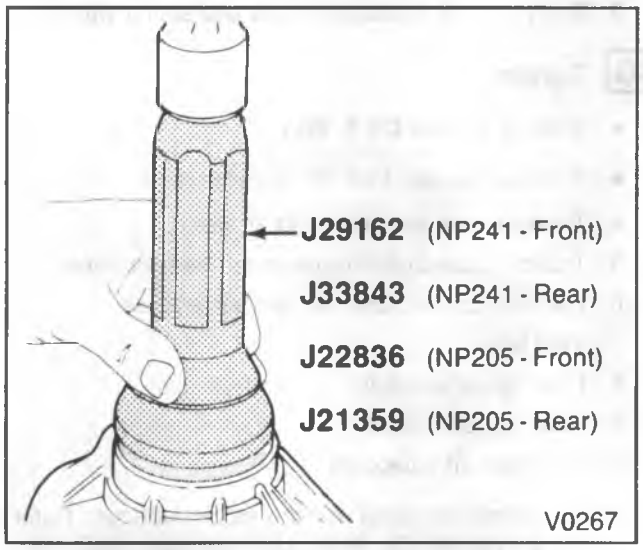

Figure 8—Installing the Output Shaft Seal
Install or Connect (Figure 8)
- Install the seal using the proper tool (figure 8).
Install or Connect (Figures 8 and 9)
6. Seal (109).
- Install using J33843 (figure 8).